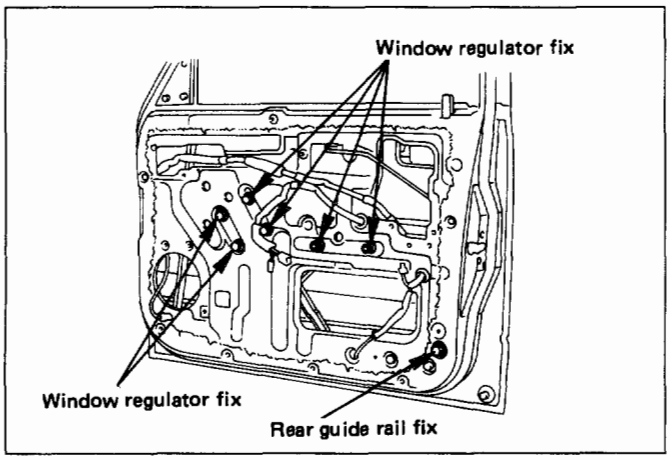

Fig. 10-54
5. **Window regulator (Fig. 10-54)**